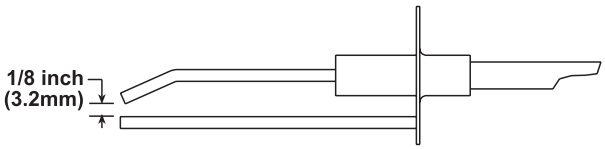

Figure 22. Ignitor Spark Gap
- The spark gap (see **Figure 22**) must be maintained to 1/8 inch.